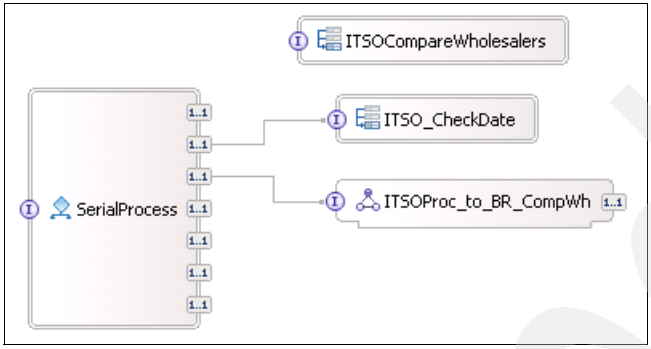

Figure 10-74 Wired SerialProcess
3. In the assembly diagram canvas, right-click **SerialProcess** and select **Wire to Existing**. The components are wired together as shown in Figure 10-74.